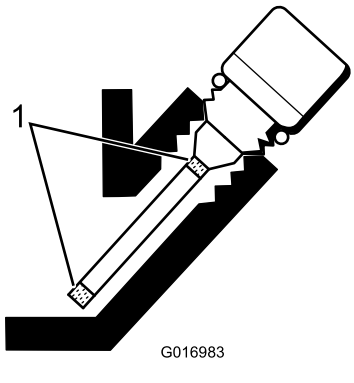

**Figur 24**
5. Hvis oliestanden er lav, skal du fylde så meget olie på, at standen er mellem mærkerne på målepinden (Figur 24).